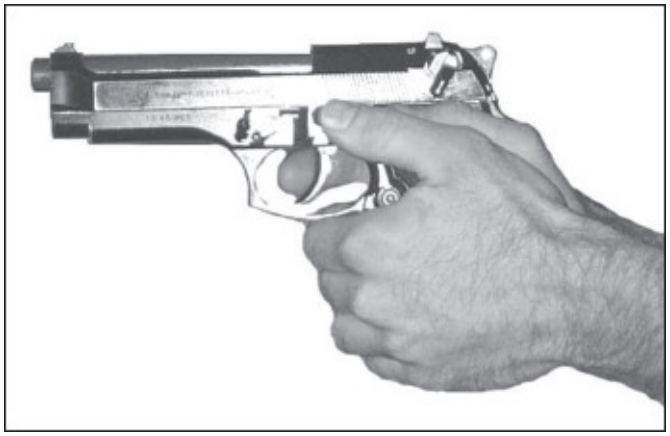

Figure 2-2. Fist grip.
(1) ***Fist Grip***. Grip the weapon as with the one-hand grip. Firmly close the fingers of the nonfiring hand over the fingers of the firing hand, ensuring that the index finger from the nonfiring hand is between the middle finger of the firing hand and the trigger guard. Place the nonfiring thumb alongside the firing thumb (Figure 2-2).